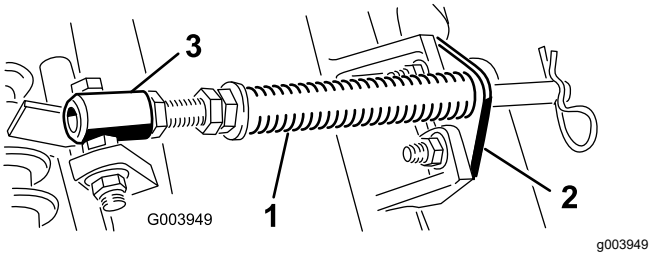

Figur 4
A. Demontera de två vagnskruvar och muttrar som håller fast stångbeslaget på klippenhetens flikar (Figur 4).
B. Demontera den flänsmutter som håller fast fjäderrörets bult på bärramens flik (Figur 4). Demontera enheten.
Obs: Placera bultens huvud mot flikens yttre sida såsom visas i Figur 4.